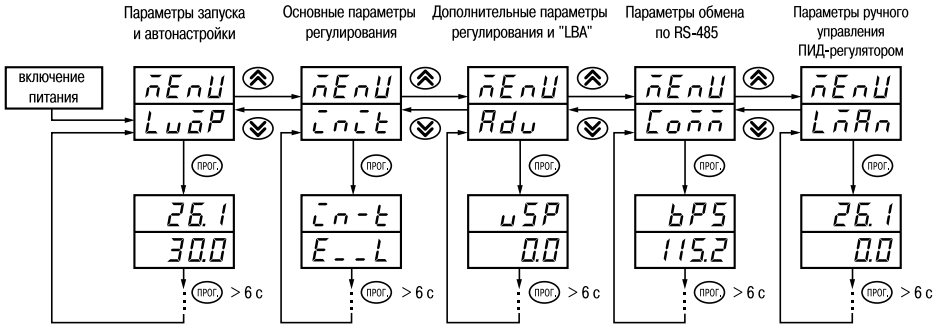

Рис. 26
6.1.2. Основные параметры прибора ТРМ210 объединены в 5 групп: **LuoP**, **init**, **Adu**, **Conn** и **LbAn**, составляющих меню прибора (**рис. 26**). Полный список программируемых параметров приведен в *прил. Г*.